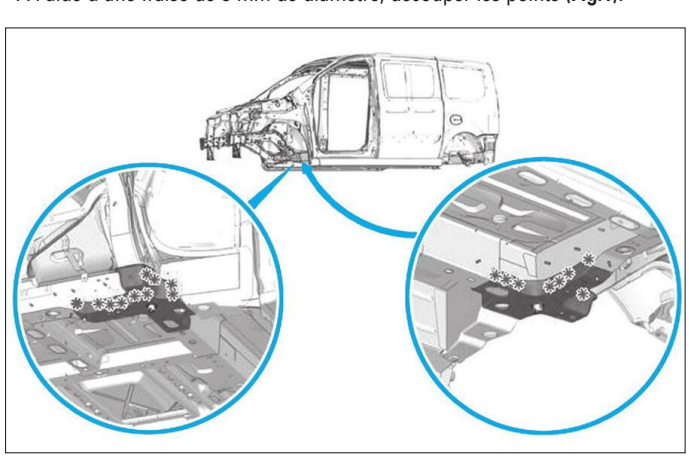

**FIG. 1**
• À l'aide d'une fraise de 8 mm de diamètre, découper les points **(Fig.1)**.